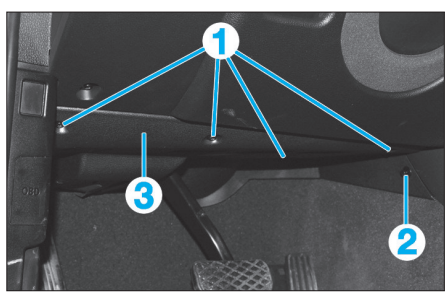

Fig. 3
• Déposer les vis (1) et le rivet expansible (2) **(Fig.3)**.
• Tirer la garniture (3) du pédalier vers l'arrière.